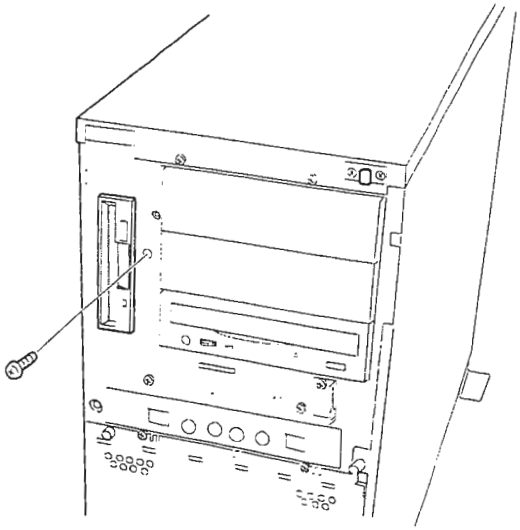

Figure 4-24. Removing the Diskette Assembly Mounting Screw
5. Remove the screw securing the diskette drive mounting bracket to the to the front panel. See Figure 4-24.